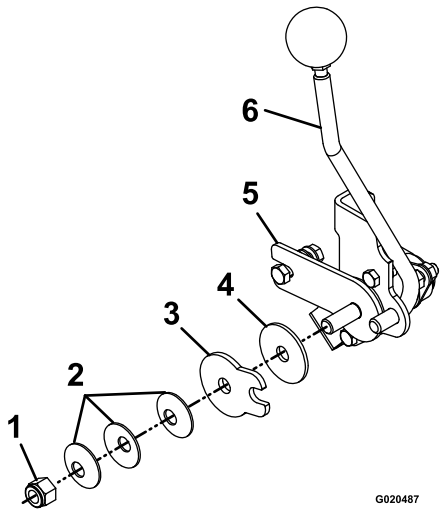

Bild 62
3. Stellen Sie zum Anpassen der Spannung die Drehmutter ein, die sich am Ende der Fahrantriebswelle vor dem rechten Bedienfeld befindet (Bild 62).